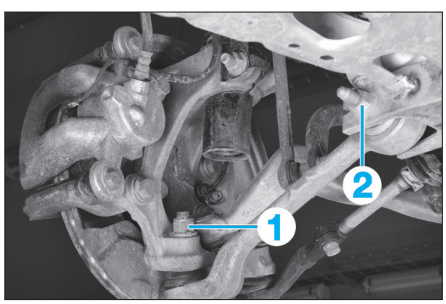

Fig. 25
- l'écrou (1) de la rotule de bras transversal **(Fig.25)**.
• Déposer l'écrou (2) et extraire la vis par l'avant.